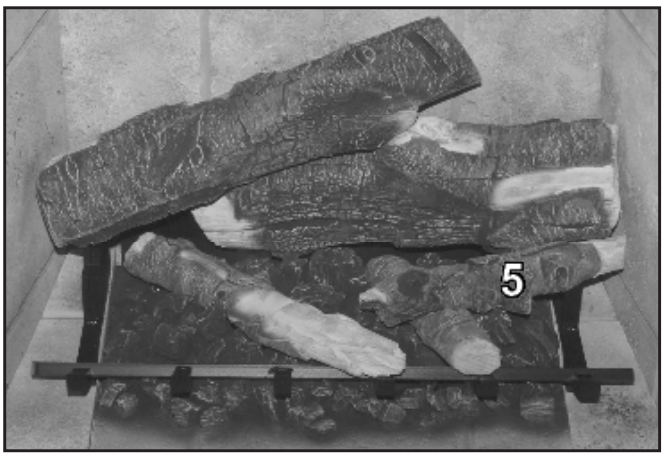

Figure 79: Log 5 in Place.
5. Install Log 5 with the right side resting on the grate and the right side right up against the right hand firebox liner. The left side sits on a flat section in Log 3. Refer to Figure 79.